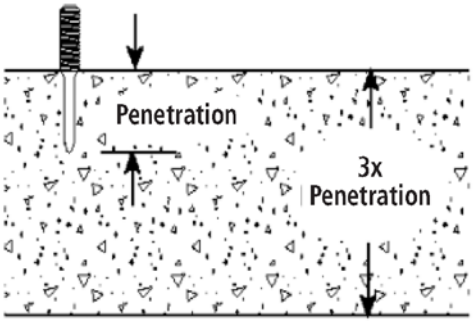

Figura 5
3. Es importante que el hormigón/la mampostería sea por lo menos el triple de grueso que la penetración del elemento de sujeción. Si el hormigón/la mampostería es demasiado delgada, las fuerzas de compresión que se forman en la punta del elemento de sujeción pueden hacer que una porción del hormigón/la mampostería se quiebre (Vea la Figura 5 que aparece debajo). Como resultado, es posible que el elemento de sujeción ceda y que se presente el peligro de desprendimiento de piezas o trozos de hormigón/mampostería.